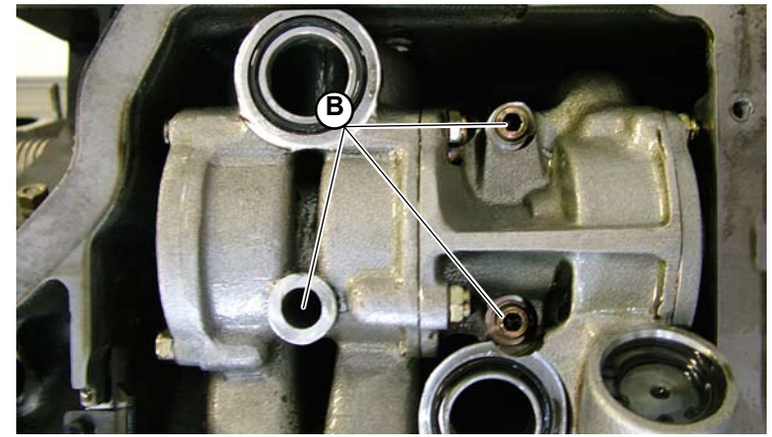

Fig.3
3. Unscrew the 2 socket head screws and the hexagonal-head screw (**B-Fig.3**) which mount the oil pump to the lower part of the crankcase.